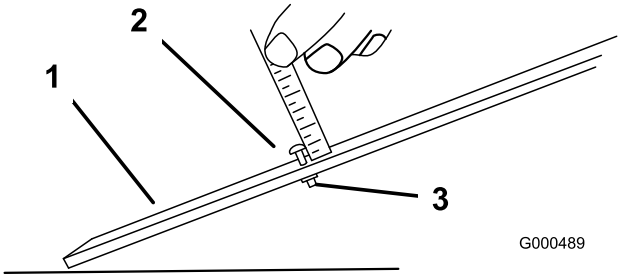

**Figur 52**
3. Lossa muttern på mätstången (Figur 52) och ställ in justerskruven på önskad klipphöjd. Avståndet mellan skruvhuvudets nedersta del och stångens ovansida är lika med klipphöjden.